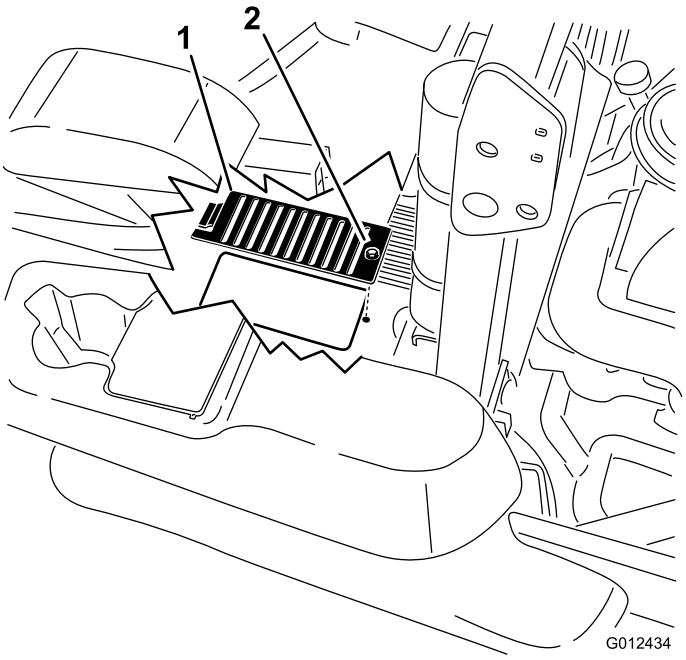

Figur 67
6. Fjern dekselet over hver peilestav og bolten som sitter fast i dekselet. Rengjør rundt hver peilepinne og hydraulikkenhet (Figur 67).